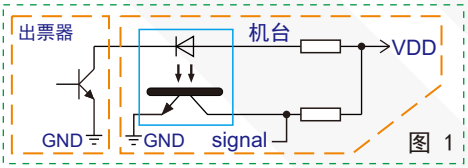

图 1
1、出票器输出信号的电路为三极管集电极或者MOS管漏极开路输出方式，建议用户设计接口电路时使用光耦接收讯号(如图1)；